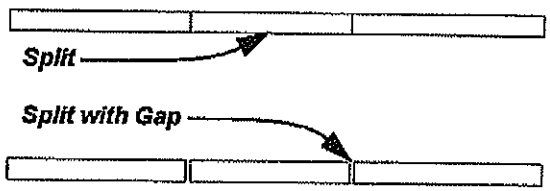

Figure 2–42
- (Split with Gap) splits the element at the point you select, as shown in Figure 2–42, but also creates a *Joint Gap* specified in the Options Bar.